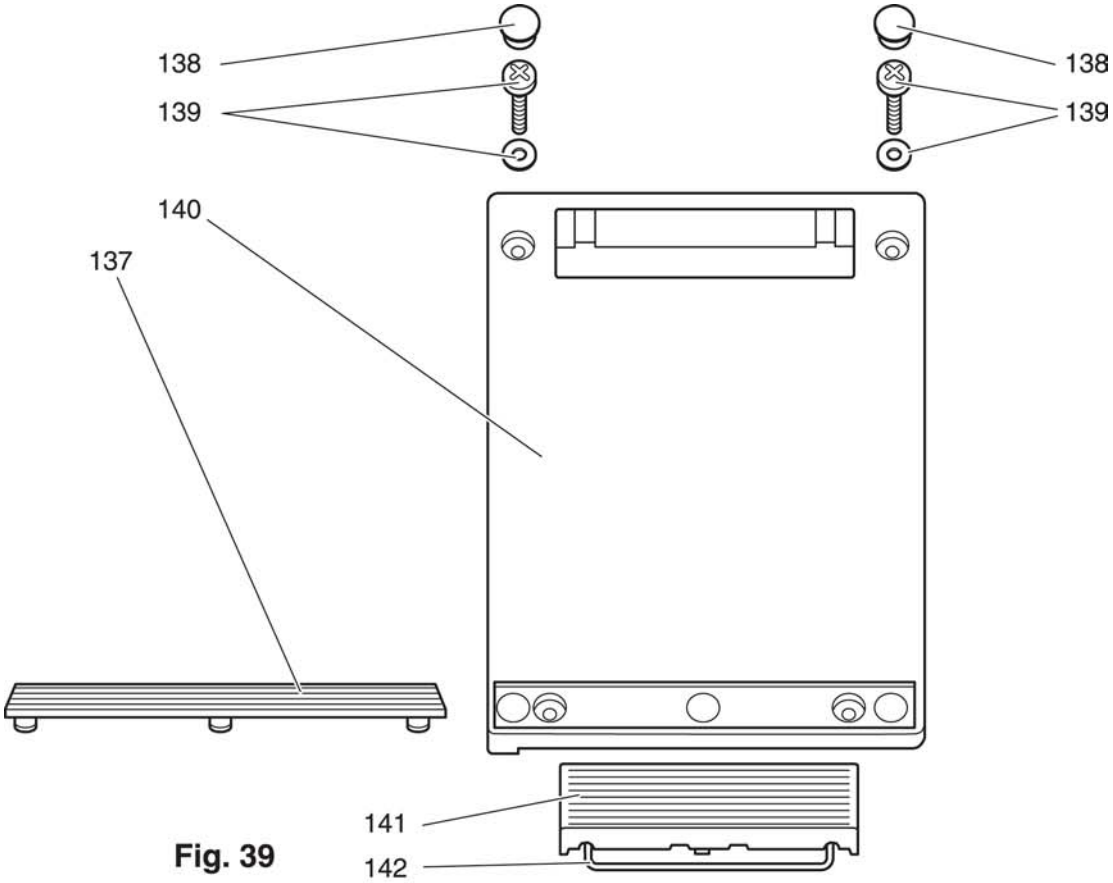

Fig. 39
- Lift rubber strip 137 and remove it with its three feet (fig. 39).
- Hold pedal 141 in this position; at the same time fit housing cover 140 and press it firmly on the housing (fig. 39).